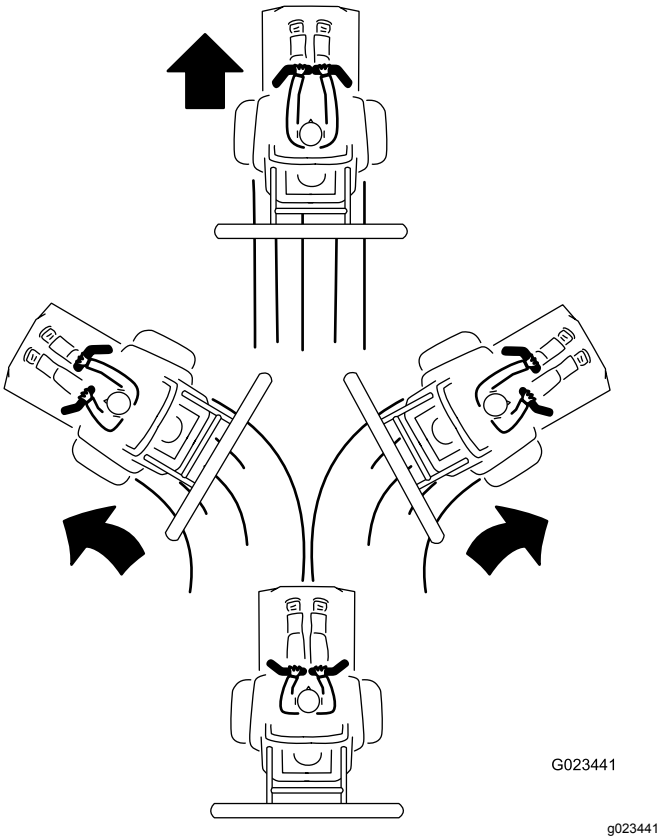

Figur 24
3. Skyv kontrollhåndtakene forsiktig forover for å gå fremover (Figur 24).